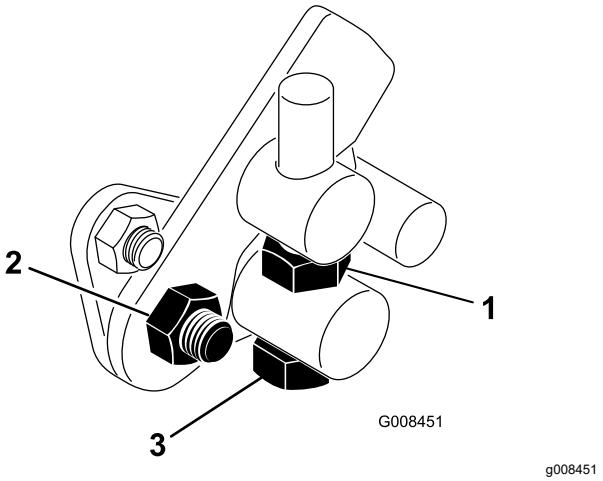

Figuur 43
1. Draai de contramoer op de draaitapbout los (Figuur 43).
4. Draai de contramoer op de draaitapbout en de moer op het scharnierpunt van het pedaal vast om de afstelling te vergrendelen (Figuur 43). Controleer de afstelling en stel nogmaals af indien dit nodig is.